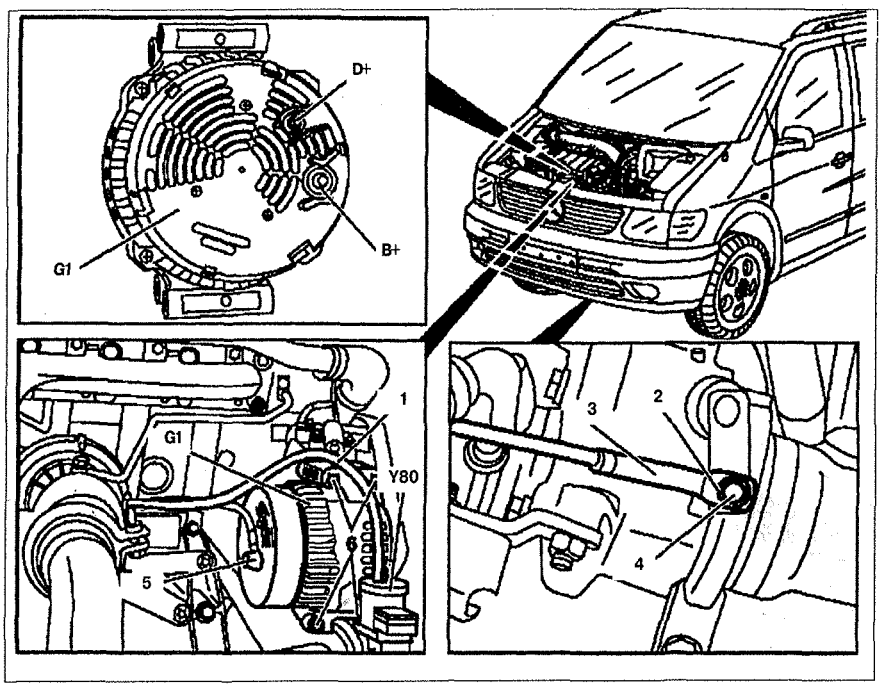

Рис.5.71. Генератор:
5. Отсоедините вакуумную трубку **1** от вакуумного преобразователя **Y80** (см.рис.5.71).